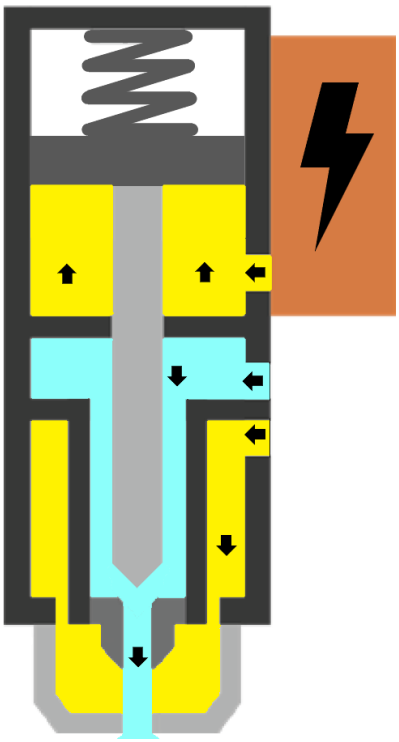

Abbildung 06 -- Dosierphase
- Die Nadel öffnet sich und zerstäubte Flüssigkeit beginnt auszutreten (Abbildung 06);